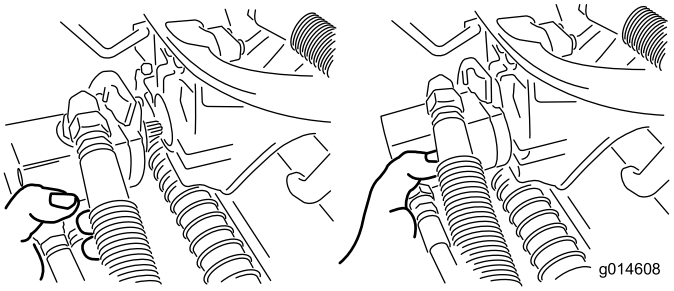

Figuur 37
3. Zet de motor in de opbergruimte op de voorkant van de ophangarm (Figuur 37).